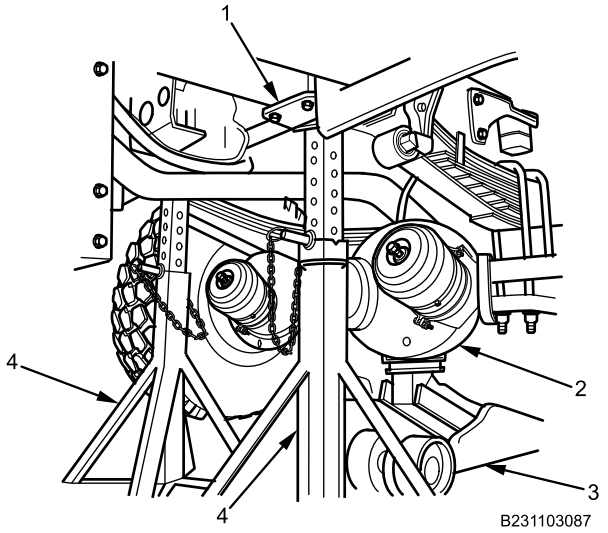

Figure 6. 20-Ton Floor Jack.
8. Position 20-ton floor jack (Figure 6, Item 3) squarely under rear axle assembly (Figure 6, Item 2).
9. Using 20-ton floor jack (Figure 6, Item 3), lift vehicle from rear axle assembly (Figure 6, Item 2), and place two 10-ton vehicle support stands (Figure 6, Item 4) under frame rails (Figure 6, Item 1) in front of rear axle assembly.